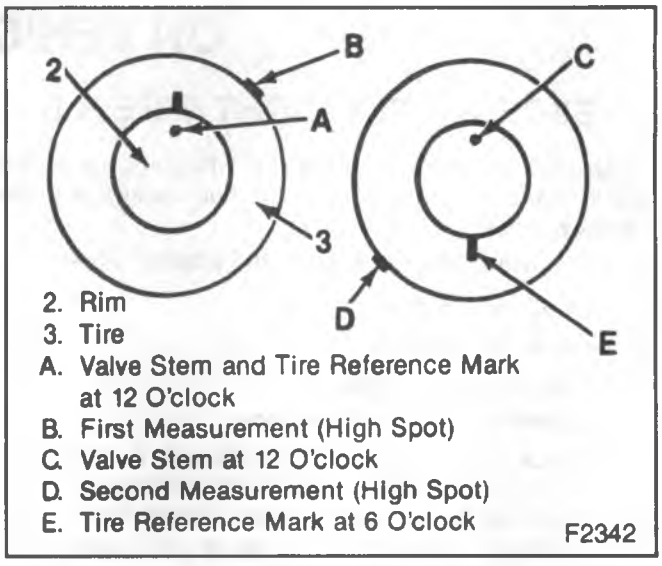

Figure 7—Tire to Wheel Vectoring—Excessive Runout
7. If the clock position of the high spot is 6 hours from the original high spot, the tire is the major contributor to the runout problem (figure 7).